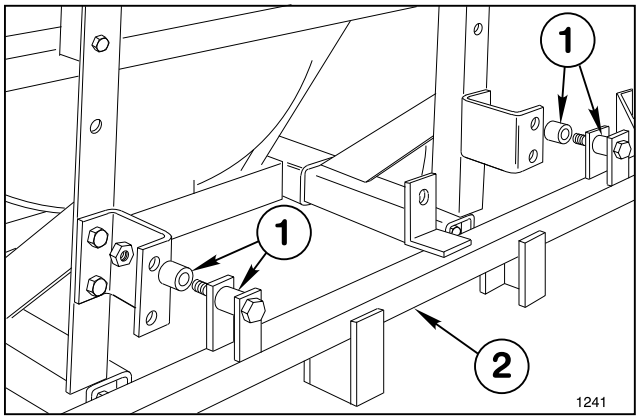
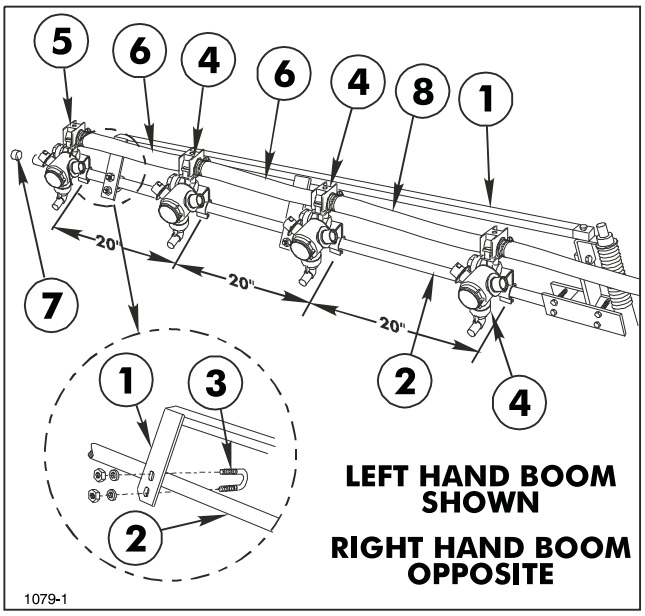

FIG. 12
FIG 15
5. Position a Spacer Tube between the lugs on each side of the Main Frame tube and between Main Frame and Boom Mounting Brackets. Insert a 1/2" x 3-1/2" cap screw through the lugs and spacers. Secure the Main Frame to the Boom Mounting Brackets with lock nuts. See FIG. 12.
13. Attach the L.H. Boom Support Assembly to the L.H. Pivot Assembly, using a 5/16" x 1-1/2" cap screw and lock nut. See FIG. 15 & 16.
14. Secure the two plates of the Boom Support Assembly to the Extension Boom Pipe, using two (2) 1/4" U-bolts, (4) lock nuts and flat washers. See FIG. 15.
17. Attach three Double Barb Turret Bodies and one Single Barb Turret Body with Clamp Assemblies on each Extension Boom Pipe as shown in FIG. 15.
18. Level Nozzles and space 20" apart. Connect the Turret Body Assemblies with 3/4" x 19" Jumper Hoses and a 3/4" x 21" Jumper Hose. Secure with hose clamps. See FIG. 15.
26. Attach a 3/4” x 50” hose to L.H. Ball Valve and secure with hose clamp. Route hose under Spacer Tube between Boom Frame and Boom Mount toward L.H. Extension Boom. See FIG. 12 & 16. Mark Hose and cut to proper length. Attach hose to Double Barb Turret on inside of L.H. Extension Boom using hose clamp. See FIG 15. Repeat for R.H. Extension Boom.